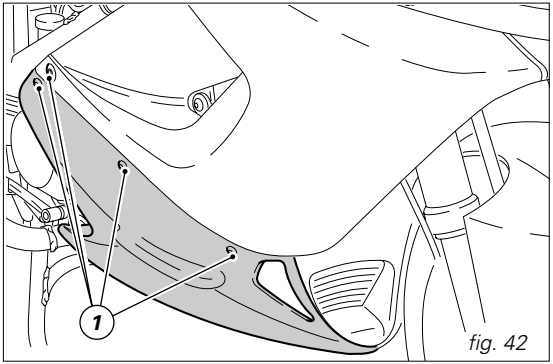

fig. 42
Unscrew the four screws (1) that hold each lower body panel to the upper body panels (fig. 42).